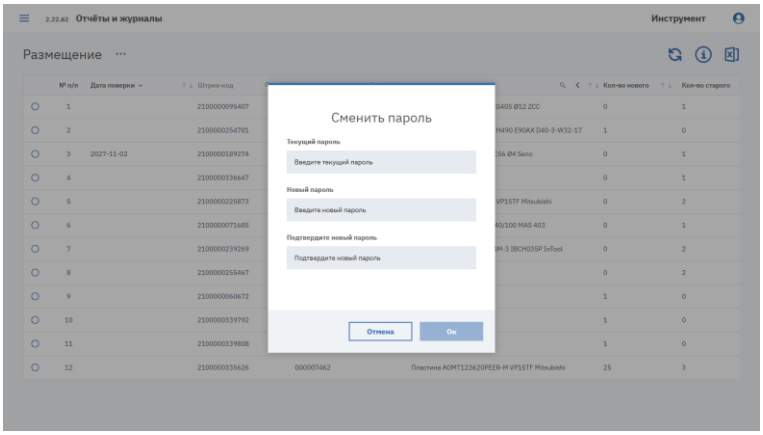

Рисунок 7. Окно «Сменить пароль»
1. На панели настроек профиля нажмите кнопку «Сменить пароль». Откроется окно «Сменить пароль» (см. Рисунок 7).